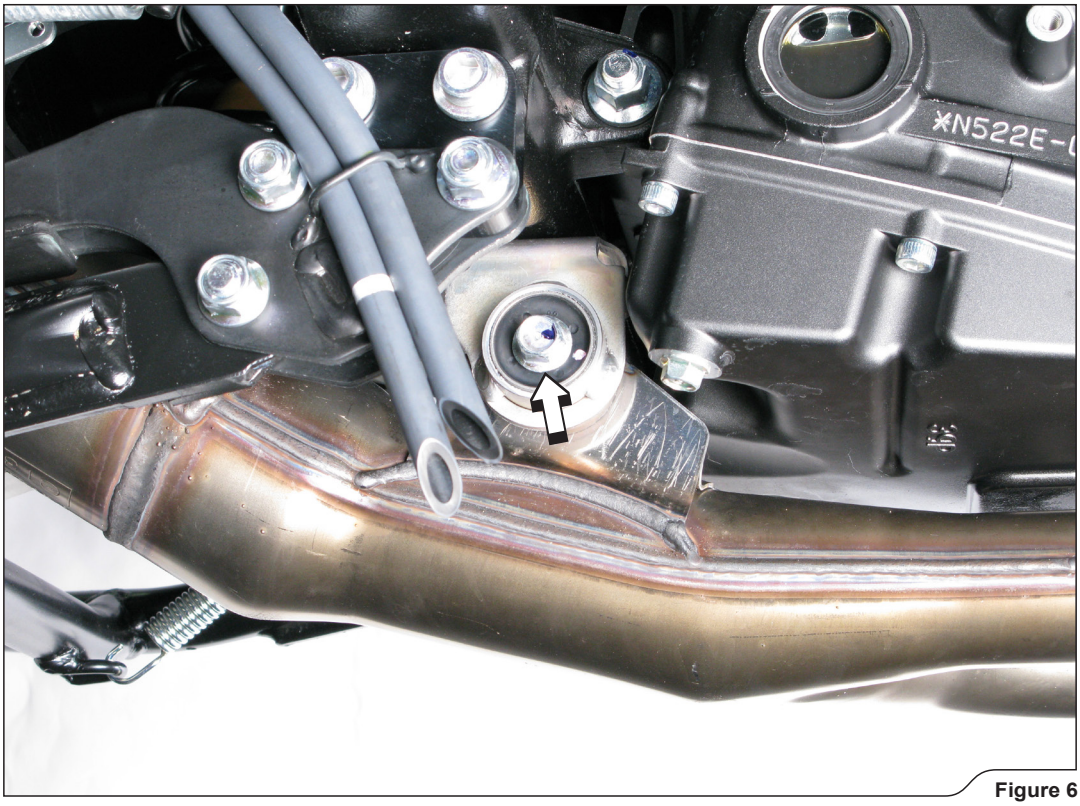

Figure 6
5. **For Akrapovič Racing only:** unscrew the marked stock header pipe braked bolt **(Figure 6).**